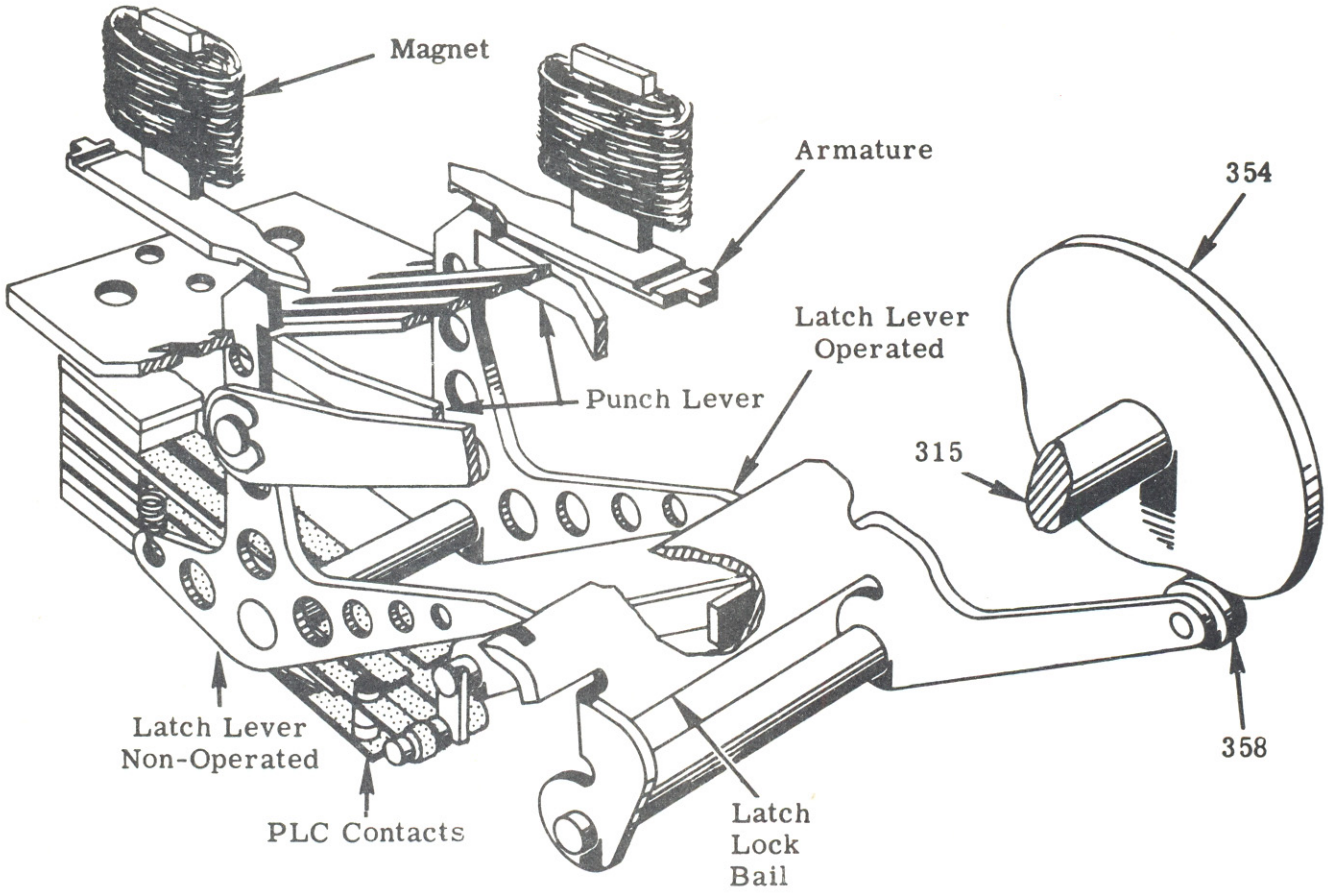

Figure 5 - Latch Lock Bail
The roller (358) of the latch lock bail (357) reaches the low side of cam 354 (approx. 60 degrees). This will move the latch lock bail so that it will lock the latch levers in their latched or unlatched position. (See Figure 5). Also, the movement of the latch lock bail will operate the punch lock contacts (PLC).